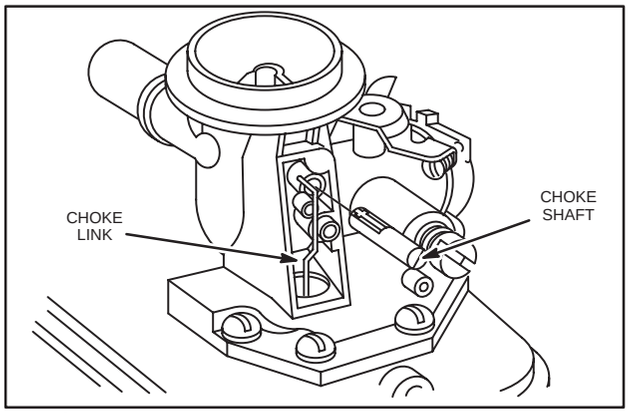

Fig. 144 – REMOVING AUTOMATIC CHOKE, TYPICAL
2. Then slide choke link out choke shaft lever. Pull shaft out of valve, Fig. 144.